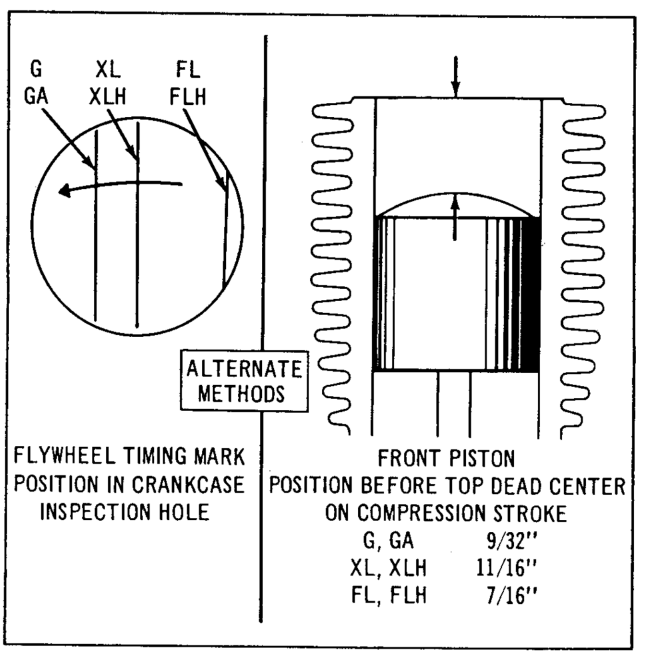

Figure 5F-3. Ignition Timing - Schematic
Remove spark plugs to permit engine to turn easily; remove screw plug from timing inspection hole in left side of crankcase. Telescope front push rod cover so that opening and closing of valve can be observed. Turn engine in direction in which it runs until front piston is on compression stroke (just after front intake valve closes), and continue turning engine very slowly (less than 1/2 revolution) until timing mark on flywheel is aligned in the inspection hole, as shown in Fig. 5F-3.
If the front cylinder head has been removed, engine can be timed by piston position as an alternative to timing by marks. Simply turn engine in direction in which it runs until front piston is located as shown in Fig. 5F-3. With piston in correct position, adjust circuit breaker so narrow cam lobe (the one with mark) just starts to open points when adjusting stud (15, Fig. 5F-1) is fully advanced.
DUO-GLIDE MODEL. Position circuit breaker base assembly on shaft and stem assembly wrapping wire (12, Fig. 5F-2) clockwise around shaft (27). Install base retainer (20), over wire, retainer end facing down and towards front cylinder (as positioned on motorcycle). Engage cover retainer (16, Fig. 5F-1), with holes in base as shown and register retainer ends in locating notches of (20, Fig. 5F-2).
Make sure timing mark (8, Fig. 5F-1) on circuit breaker base aligns with end of adjusting stud plate (10).
Install a new circuit breaker gasket (23, Fig. 5F-2) using gasket sealer. Temporarily insert circuit breaker assembly into gearcase, with base wire (12) towards rear of motorcycle and screw holes of housing (22, 22A) lined up with mounting holes in crankcase.
Move circuit breaker base (10) to fully advanced position (counterclockwise) and observe how close mark (3, Fig. 5F-1) on cam lobe lines up with lever fiber (2). If fiber (2) does not line up with timing mark (3), lift circuit breaker assembly and turn shaft gear so its engagement with its driving gear is changed one tooth. Again check breaker cam mark (3). Repeat this procedure until gear engagement is attained which closely aligns mark (3) and breaker lever fiber, then secure circuit breaker assembly to crankcase using Wrench, Part No. 94501-56 to tighten screws (21A, Fig. 5F-2). Install cylinder head as described in "Duo-Glide Cylinder Head," Section 3B.
SPORTSTER AND SERVI-CAR MODELS. Install a new circuit breaker gasket using gasket sealer. Insert circuit breaker shaft and stem assembly into gearcase cover with wire (12, Fig. 5F-2) inserted in hole of stem flange. Before engaging circuit breaker driving gears, turn shaft (27) counterclockwise approximately 60° from position where mark (3, Fig. 5F-1) on cam lobe lines up with breaker lever fiber block. Insert screws (21, Fig. 5F-2) snug, but not tight.
Temporarily position base on shaft and stem assembly in fully advanced position and observe how closely mark (3, Fig. 5F-1) on cam lobe lines up with lever fiber (2). If it does not line up remove screws (21, Fig. 5F-2), lift circuit breaker shaft and stem assembly from gearcase. Turn shaft gear so its engagement with its driving gear is changed one tooth. Check again according to breaker cam mark. Repeat this procedure until gear engagement is attained which closely aligns mark (3, Fig. 5F-1) and breaker lever fiber, (2). Then tighten screws (21, Fig. 5F-2). Position the circuit breaker base assembly on shaft and stem assembly wrapping wire (12) clockwise around shaft (27). Install base retainer (20) over wire, retainer end facing down and towards front cylinder (as positioned on motorcycle). Engage cover retainer (16, Fig. 5F-1) with holes in base as shown, and register retainer ends in locating notches of base retainer (20, Fig. 5F-2). An easy way to engage retainer end with retainer notch is to insert cover retainer (2) under flats of base retainer (20). Then, with a screwdriver, move base retainer (20) until its notches register with ends of retainer (2). Make sure timing mark (8, Fig. 5F-1) on circuit breaker base aligns with end of adjusting stud plate (10). Fully advance circuit breaker. If engine is in chassis, be sure spark control wire is correctly adjusted so that circuit breaker base is advanced (rotated counterclockwise) to its stop when handlebar grip is fully advanced. Timing mark (3) on top edge of circuit breaker cam should now align perfectly with breaker arm fiber cam follower (2).
Always check ignition timing with cover (1, Fig. 5F-2) installed and held in place with retainer (2).
If engine is installed in chassis, connect one test lamp wire to coil wire (12, Fig. 5F-2). Connect the other test lamp wire to the engine. Turn ignition switch on. With points open, lamp will light, and with points closed, lamp will be out.
With circuit breaker fully advanced against its stop and flywheel marks correctly positioned as shown in Fig. 5F-3, contact points should just begin to open, light on. The instant direction is reversed (spark retarded) from full advance stop position, points should begin to close, "light off."
If the contact points remain closed, "light off," in the fully advanced position timing is late. Loosen adjusting stud lock nut (9, Fig. 5F-1) and shift circuit breaker base counterclockwise until contact points just begin to open, "light on," in fully advanced position.
If the contact points begin to open, "light on," before circuit breaker is in fully advanced position, timing is early. Loosen adjusting stud lock nut (9, Fig. 5F-1) and shift circuit breaker base clockwise until contact points just begin to open, "light on," in fully advanced position. Retighten lock nut (9) after circuit breaker base is shifted to insure a true adjustment and test lamp reading. Repeat this procedure until correct ignition timing is achieved. Be sure to keep flywheel mark correctly positioned during the entire procedure.
With circuit breaker points correctly adjusted, cover (1, Fig. 5F-2) assembled and test lamp installed as described under the preceding heading, turn engine in direction in which it runs until front piston is on compression stroke. Continue to turn engine very slowly until points just begin to open, "light on." Flywheel mark should be correctly located in inspection hole as shown in Fig. 5F-3.
If timing mark is forward of correct position as shown in Fig. 5F-3, timing is late. If timing mark is to the rear of correct position as shown in Fig. 5F-3, timing is early. In either case, re-adjust timing as previously described under "Checking Ignition Timing With Test Lamp."
If engine is out of chassis, connect one test lamp wire to coil wire (12, Fig. 5F-2). Connect the other test lamp wire to battery positive terminal. Ground battery negative terminal to engine. With points open, lamp will be out, and with points closed, lamp will light, exactly opposite from a test lamp connected to an engine in its chassis.